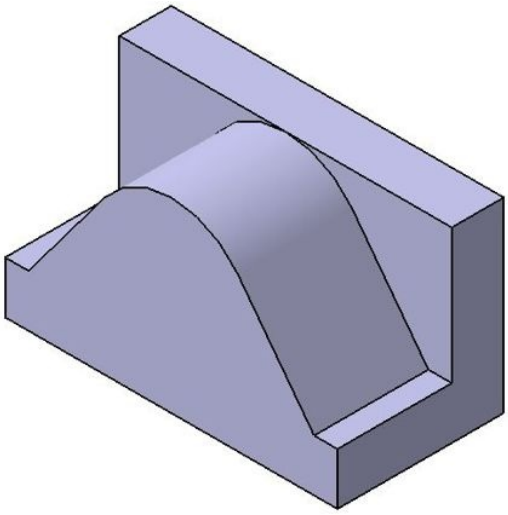

Figure 7-43 *Model after creating the second feature*
3. Invoke the **Pad Definition** dialog box and extrude the sketch using the **Up to next** option. Choose the **OK** button. The model after creating the second feature is shown in Figure 7-43.